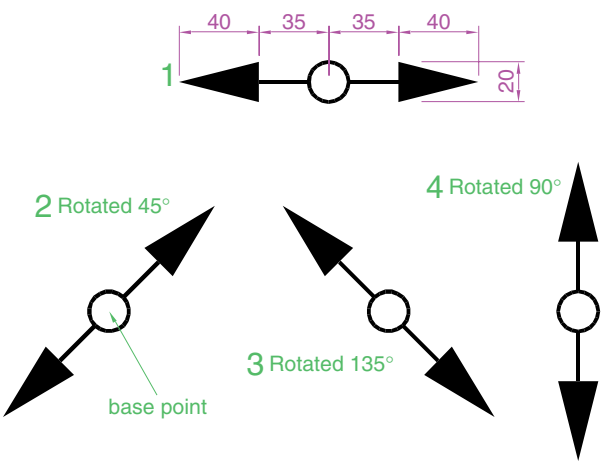

Fig. 5.27 Example – **Rotate**
Example – Rotate (Fig. 5.27)
1. Construct drawing **1** of Fig. 5.27 with **Polyline**. Copy the drawing **1** three times – shown as drawings **2, 3** and **4** in Fig. 5.27.
3. Repeat for drawings **3** and **4** rotating through angles as shown in Fig. 5.27.